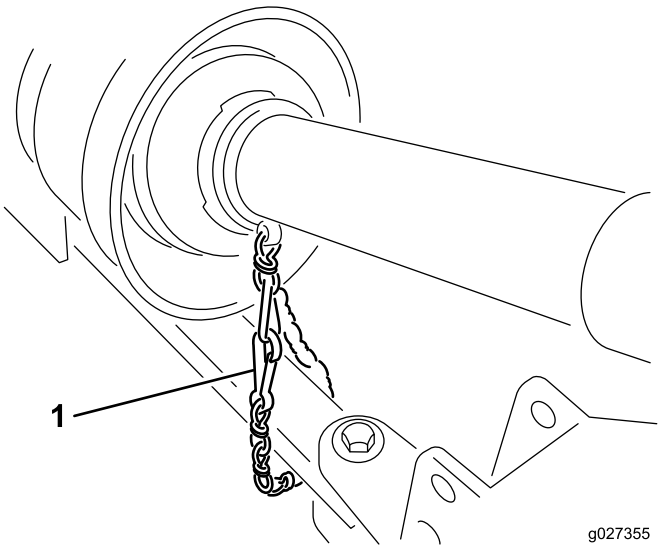

Figur 8
5. Anslut skyddsäkerhetskedjan till traktorn (Figur 8).